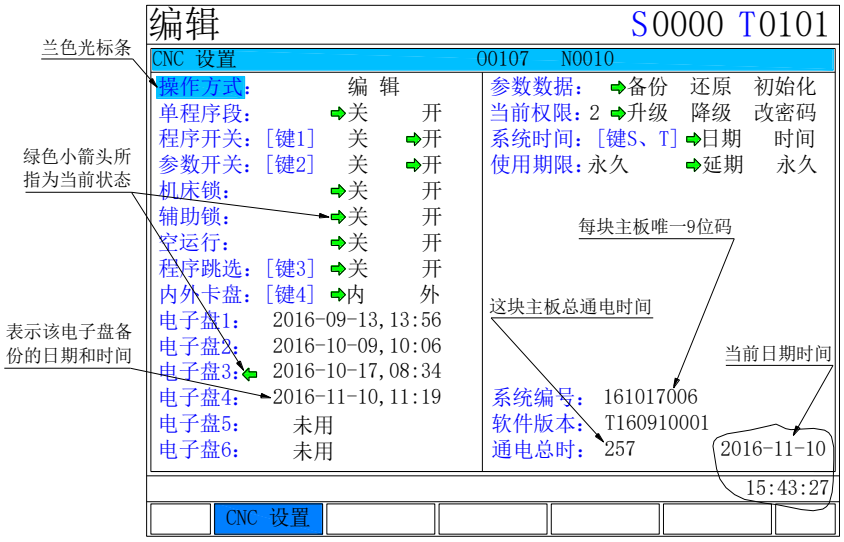

图 4.5.1-1
①设置 P182 参数（1～6），选择要备份的电子盘。例如=3
②回到 CNC 设置界面，如图 4.5.1-1
③用 ↑上 、↓下 键移兰色光标条到 参数数据 位置
④按 ←左 、→右 键移动绿色小箭头到备份，提示：备份数据（含系统参数，宏变量，螺距补偿）到电子盘
⑤当绿色小箭头指在备份时，按 换行 EOB 键，屏幕会有提示：是否备份到电子盘 3？是：[输入]　否：任意键 （电子盘 3 未备份过）或 电子盘 3 已有备份，是否覆盖？是：[输入]　否：任意键 （电子盘 3 已备份过）
⑥按 输入 IN 键，先显示 系统加载中…　，完成后显示 操作成功。
①设置 P182 参数（1～6），选择要恢复的电子盘。例如=3
④按 ←左 、→右 键移动绿色小箭头选择还原，提示：还原当前电子盘数据到系统
⑤当绿色小箭头指在还原时，按 换行 EOB 键，屏幕会有提示：是否恢复成电子盘 3 配置？是：[输入] 否：任意键
⑥按 输入 IN 键，先显示 系统加载中… ，完成后显示 操作成功。